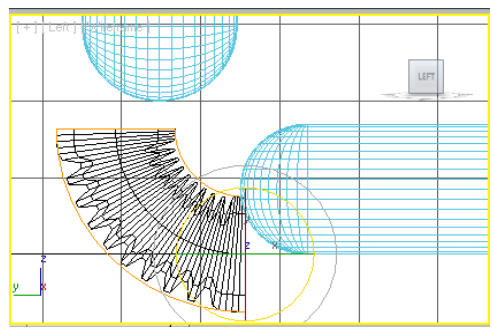

Figure 3-75 *The spring support rotated in the Left viewport*
2. Right-click on the **Select and Rotate** tool; the **Rotate Transform Type-In** dialog box is displayed. In the **Offset: Screen** area, set the value **90** in the **Z** spinner; the *spring support* is rotated, as shown in Figure 3-75. Now, close the **Rotate Transform Type-In** dialog box.